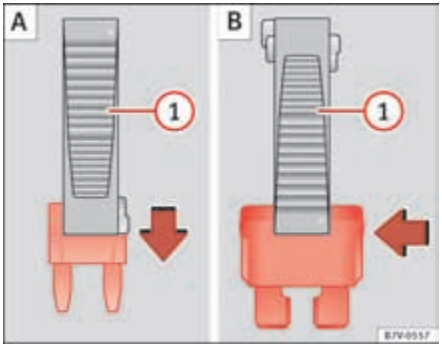

Fig. 212 Removing or fitting a fuse.
- For *small fuses*, insert the pincers from above ⇒ fig. 212 (A).
- For *larger fuses*, insert the pincers from one side of the fuse ⇒ fig. 212 (B).